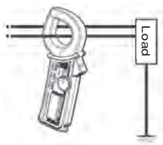

Fig. 1 Load current
(2)Normal measurement (See Fig.1, 2):